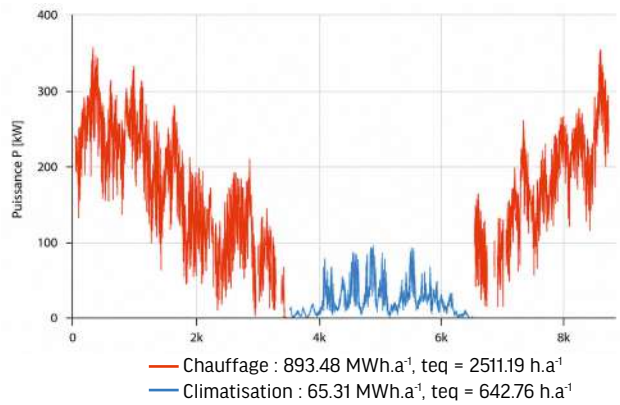

Figure 1A : appels de puissance (chauffage et climatisation) pour un bâtiment hôtelier (BRGM – Cartodim)
- Définition des appels de puissance horaire et des consommations énergétiques associées *(cf. figure 1A),*